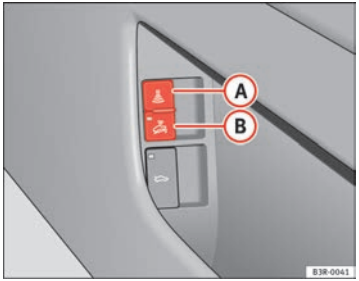

Fig. 78 Interior monitor switch
– Open the door and pull out the switch (A) (with the symbol) to one side of the storage compartment, in the driver's door ⇒ page 107, fig. 78.
– Open the door and pull out switch (B) (with the symbol) to one side of the storage compartment, in the driver's door ⇒ page 107, fig. 78.